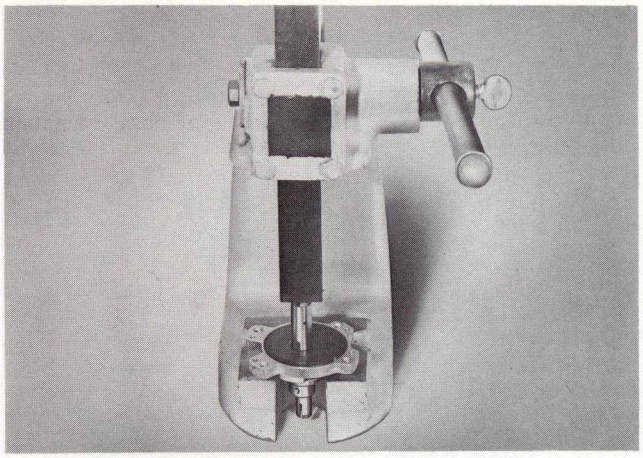

FIG. 8
If examination shows no excessive wear of drive shaft and port plate assembly, and the grease packed bearing (24251) feels smooth with no excessive bind as the shaft is rotated, further disassembly is not necessary. If inspection indicates need for replacement of any of the above mentioned parts, it is recommended that the machine be returned to the factory for service. Field replacement of these parts may be made providing reasonable care is used in servicing the assembly. Disassemble as follows: remove the key (24723) from the shaft; remove the Truarc retaining ring (29457) holding the bearing in the port plate, using a No. 2 Truarc internal pliers; press the assembled shaft and bearing out of the port plate as shown in figure 8; remove the Truarc ring (29459) retaining bearing on shaft and press shaft from bearing bore.